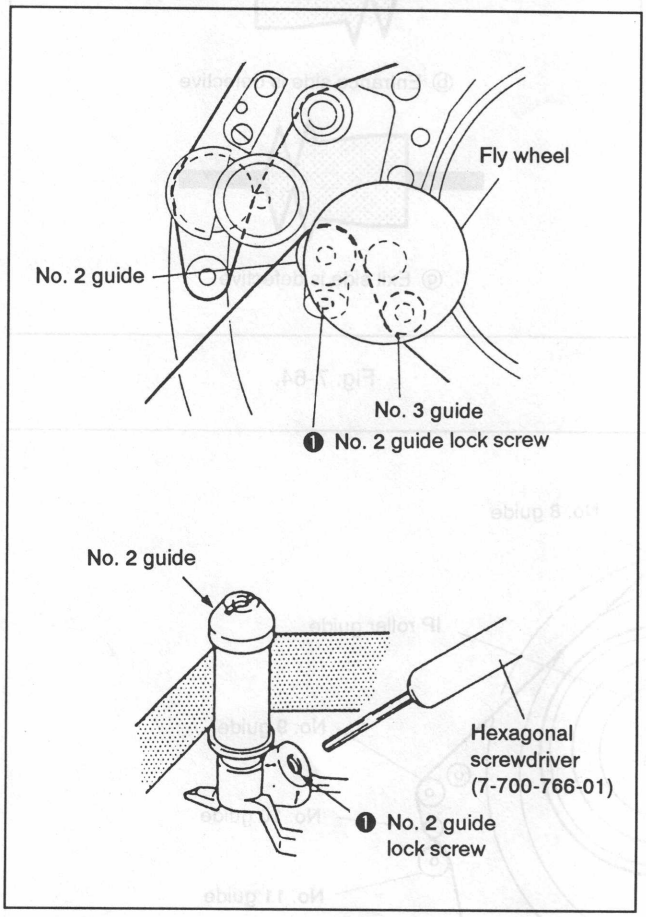

Fig. 7-66.
1) Play back the alignment tape (WR5-7NE) for tracking and loosen No. 2 guide lock screw ❶, and turn No. 2 and No. 3 guides counterclockwise to free tape running on the entrance side (See Fig. 7-66.)
8) Tighten No. 2 guide lock screw ❶. (See Fig. 7-66.)